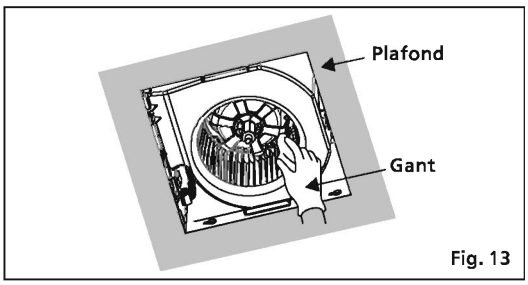

Fig. 13
4. Avec un chiffon humecté d'eau savonneuse, nettoyez le boîtier du ventilateur. Essuyez avec un chiffon propre. (Voir Fig. 13)